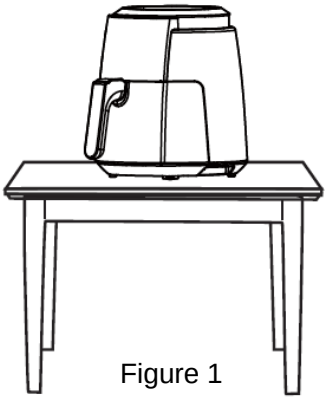

Figure 1
4. The product should be stably placed on a flat table (Figure 1), so that the power cord has a sufficient length to be plugged into the socket, and the air around the product should be kept in circulation, and should not be close to flammable items.